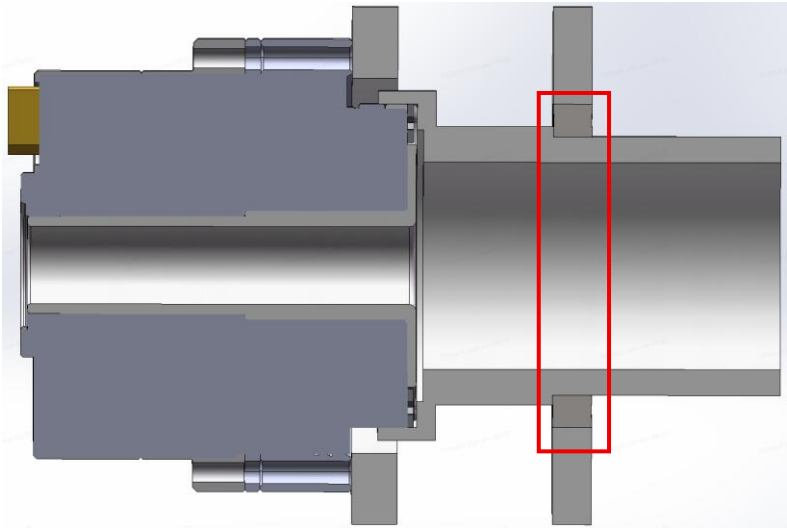

图 6-8 关节模组安装无需添加外置轴
(5) 关节模组安装无需添加外置轴承，如图 6-8：由于模组上集成了可受径向和轴向负载的交叉滚子轴承，关节模组安装无需添加外置轴承支撑。添加外置轴承支撑会造成安装尺寸过定义的情况，引起关节模组异响、抖动、棘爪、屈曲、同心度偏差等异常。